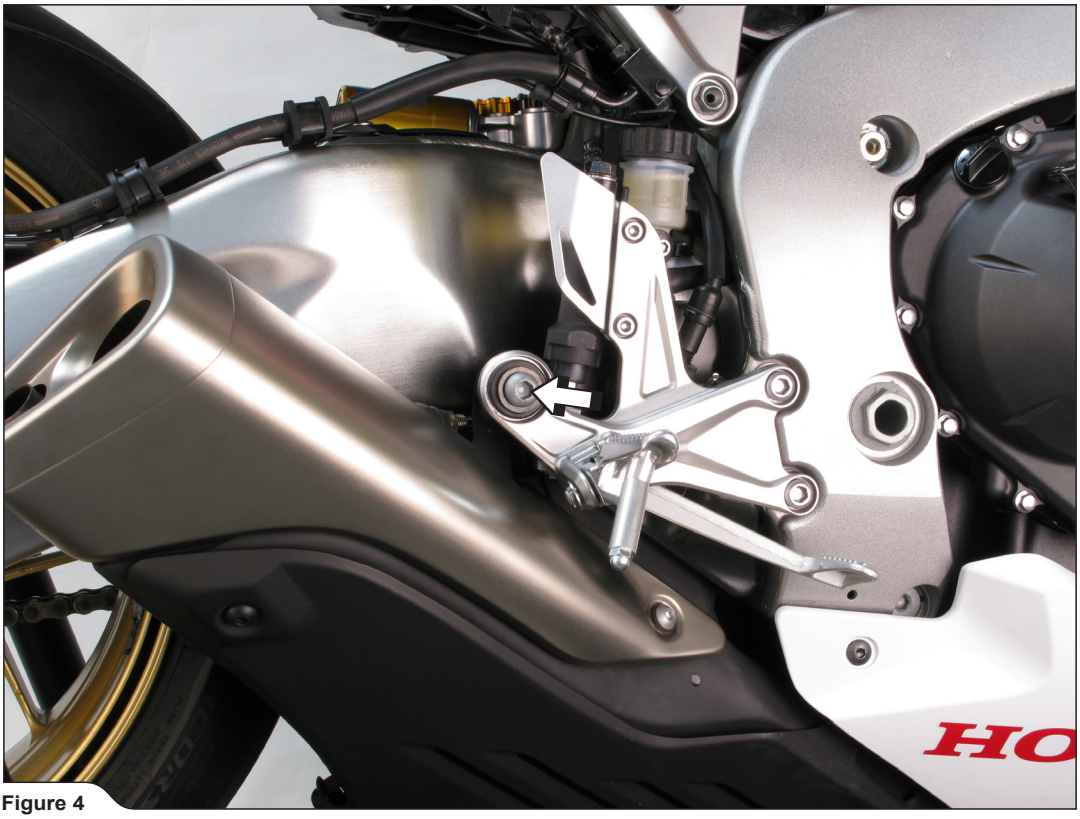

Figure 4
5. Unscrew the muffler's bracket bolt and carefully remove the muffler off the motorcycle **(Figure 4).**